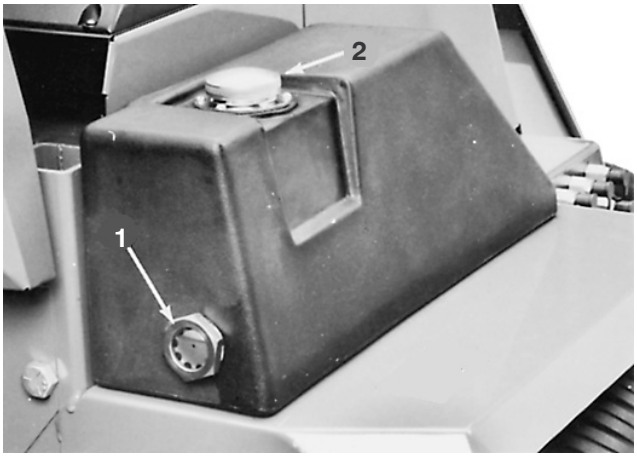

Figure 48
1. Visually check hydraulic oil level daily through sight glass (Fig. 48). With machine on a level surface, oil should be in the middle of the sight glass when warm and slightly below level when cold.
2. If oil needs to be added, clean area thoroughly around the fill cap before removing cap (Fig. 48). Add oil until proper level is indicated in sight glass.
3. With machine on level surface, fill reservoir with hydraulic oil until oil level is midway up in sight glass (Fig. 48).